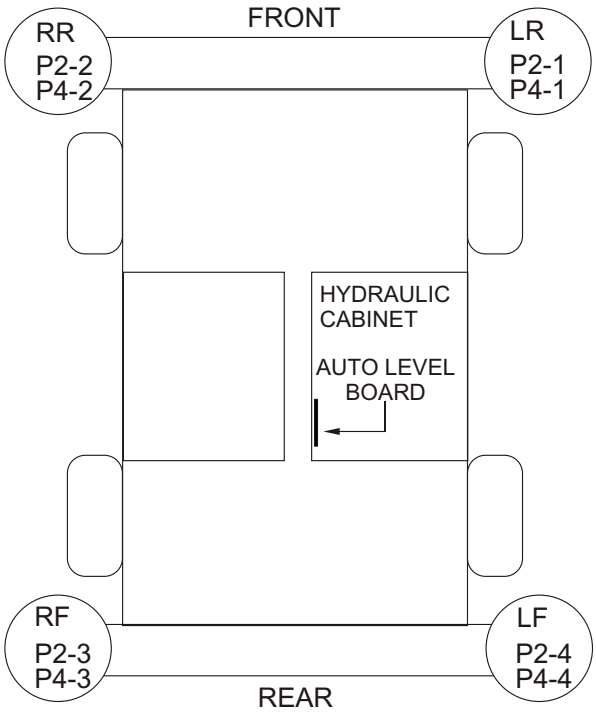

Figure 3.
*The designations LR, RR, RF, and LF used subsequently refer to leg positions **with respect to the auto level board** not the position on the machine (see Figure 3.).*